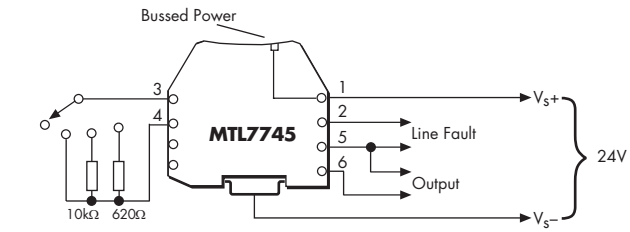

Figure 30: Test circuit for MTL7745
a) Connect the barrier as shown in figure 30.